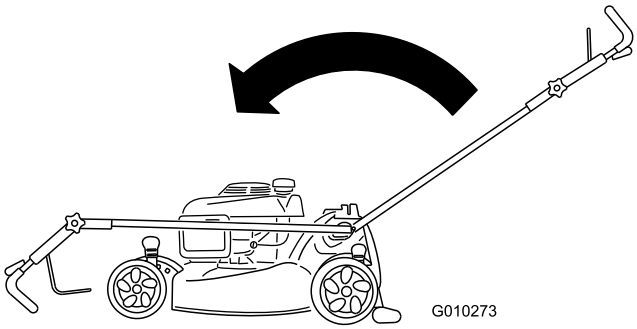

Bild 38
1. Holmhandrad (2)
2. Schieben Sie den Holm nach vorne, siehe Bild 38.